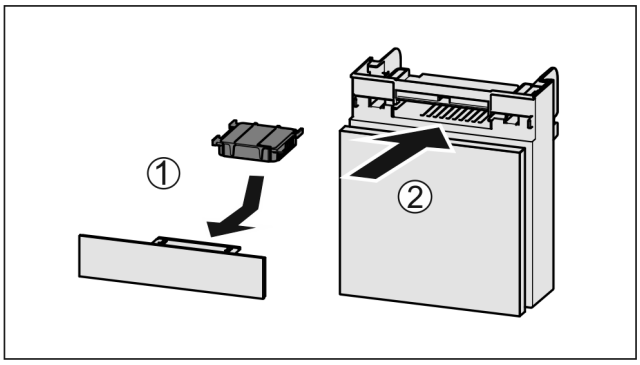

Fig. 187
▶ Insert the carbon filter as shown in the diagram *Fig. 187 (1)*.
▶ Push the compartment in *Fig. 187 (2)*.